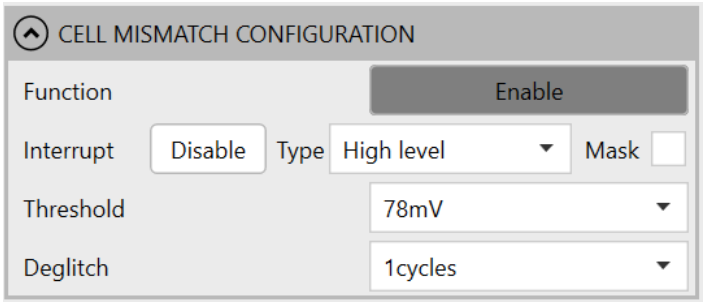

Figure 26: Mismatched Cell Configurations
21. Configure the mismatched cell parameters (see Figure 26).